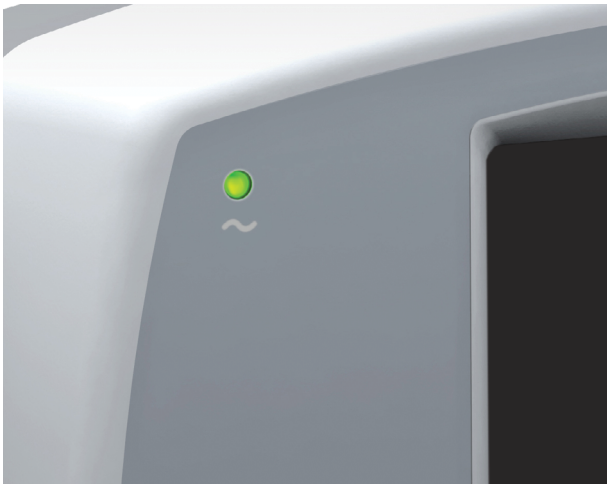

Figure 2-2 Power Indicator (ON)
4. At the front of the INOmax DS_{IR} Plus, make sure that the mains power indicator is ON (Figure 2-2).